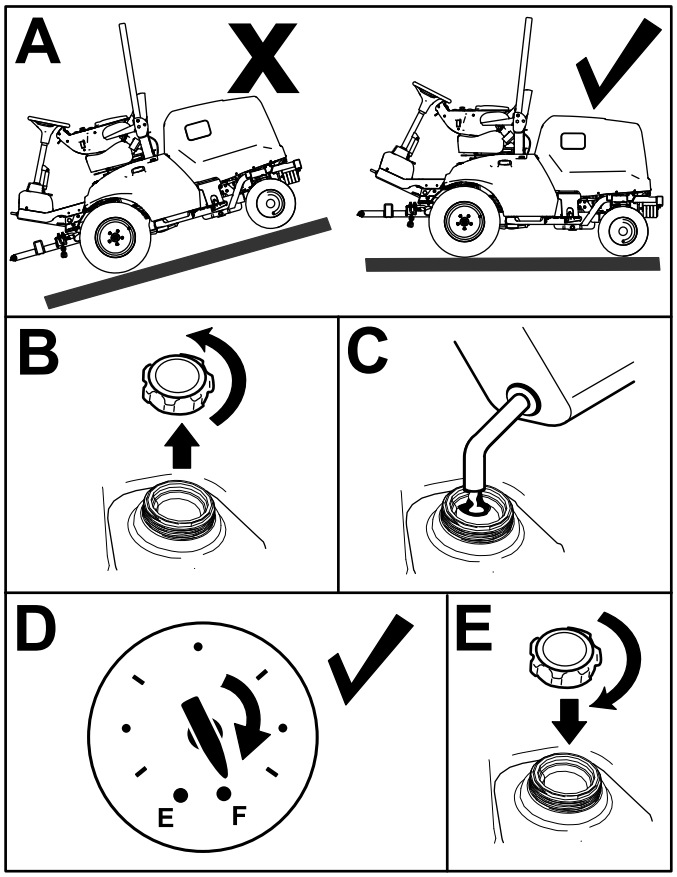

Figura 32
1. Aparque la máquina en una superficie nivelada (Figura 32), ponga el freno de estacionamiento, apague el motor y retire la llave